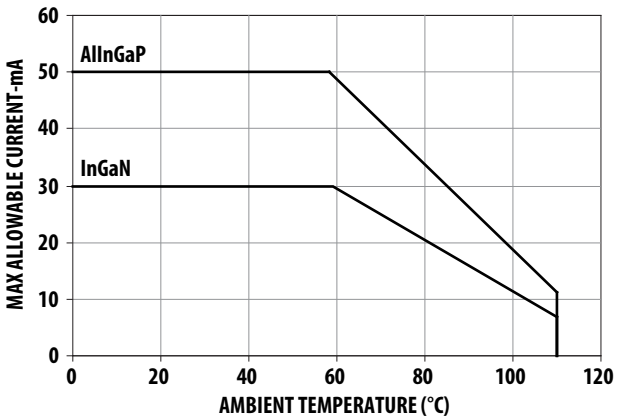
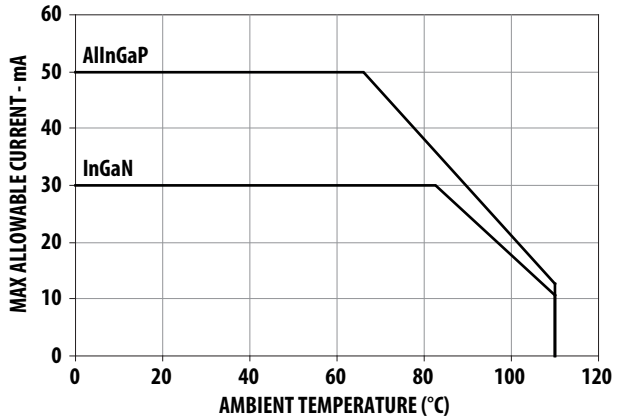

Figure 4a. Maximum forward current vs. ambient temperature. Derated based on T_{JMAX} = 125°C. (3 chips)
Figure 4b. Maximum forward current vs. ambient temperature. Derated based on T_{JMAX} = 125°C. (single chip)
1. Derate linearly as shown in Figure 4a & 4b.
4. Refer to Figure 4a and figure 4b for more information